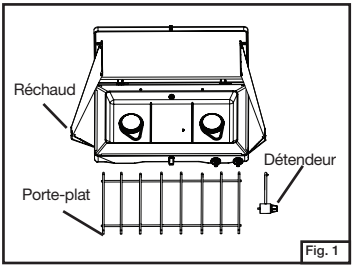

Fig. 1
- Sortez les éléments de l'emballage. (Fig. 1)